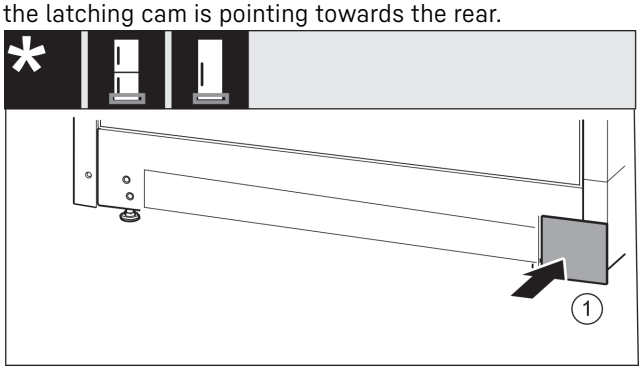

Fig. 22
- ▶ Re-attach the cover *Fig. 22 (1)* to the other side.